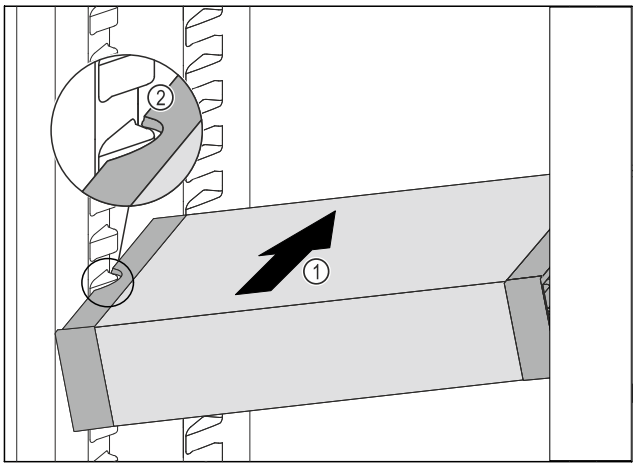

Fig. 121
▶ Insert the VarioSafe into the refrigerator compartment at an angle *Fig. 121 (1)* until the recesses in the side *Fig. 121 (2)* of the VarioSafe are at the level of the support rib in the refrigerator compartment.